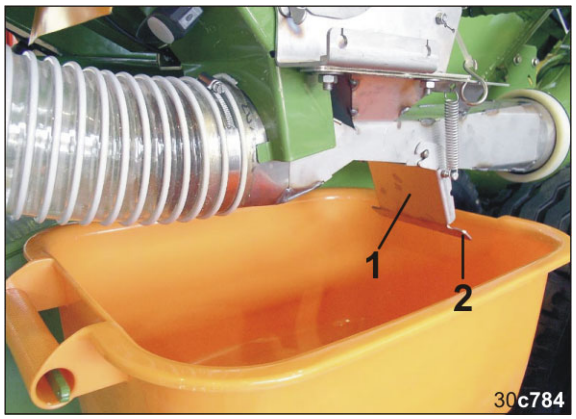
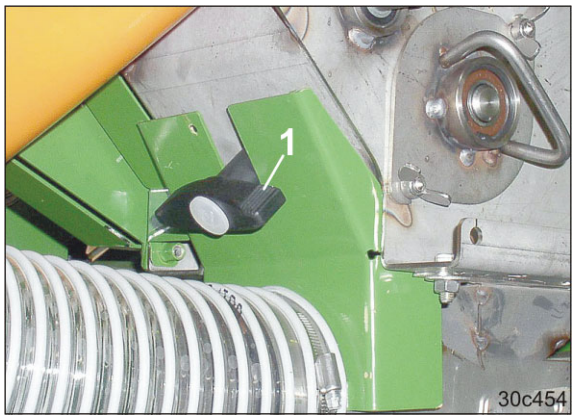

Fig. 203
Fig. 204
4. Åbn injektorklappen (Fig. 203/1), så såsæden kan strømme ud i prøveudtagningsbeholderen.
Fare for at komme i klemme, når injektorklappen (Fig. 203/1) åbnes og lukkes!
Berør kun injektorklappen kun på kraven (Fig. 203/2), da der ellers er fare for personskader, hvis den fjederbelastede injektorklap klapper i.
5. Åben tømmelemmen ved at dreje grebet (Fig. 204/1).
8. Luk forsigtigt tømmelemmen (Fig. 204) og injektorklappen (Fig. 203/1), og fastgør prøveudtagningsbeholderne på transportholderen.